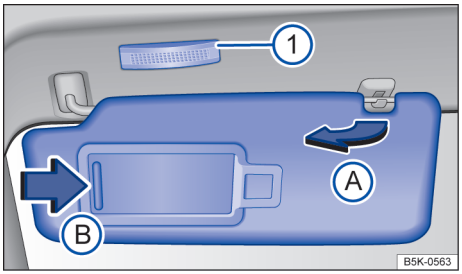

Fig. 80 Para-sol.
– Retirar o para-sol cuidadosamente do suporte segurando a base de fixação e virar na direção das portas → Fig. 80 Ⓐ.
No para-sol rebatido para baixo encontra-se um espelho de cortesia atrás de uma cobertura. Ao abrir a cobertura → Fig. 80 Ⓑ uma lanterna se acende ①.